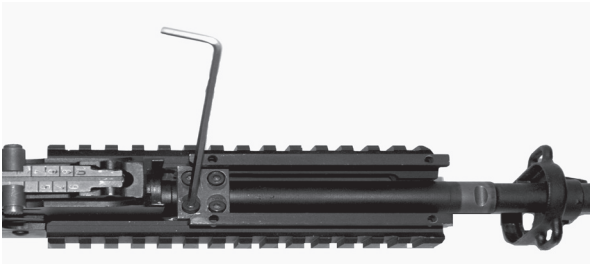

Rys. 77. Demontaż zintegrowanego zespołu łoża z nakładką z szynami – odkręcanie wkrętów
- trzymając łoże wykręcić 4 wkręty mocujące za pomocą klucza imbusowego nr 3. Po odkręceniu wkrętów wyjąć zacisk łoża *(rys. 77)*.